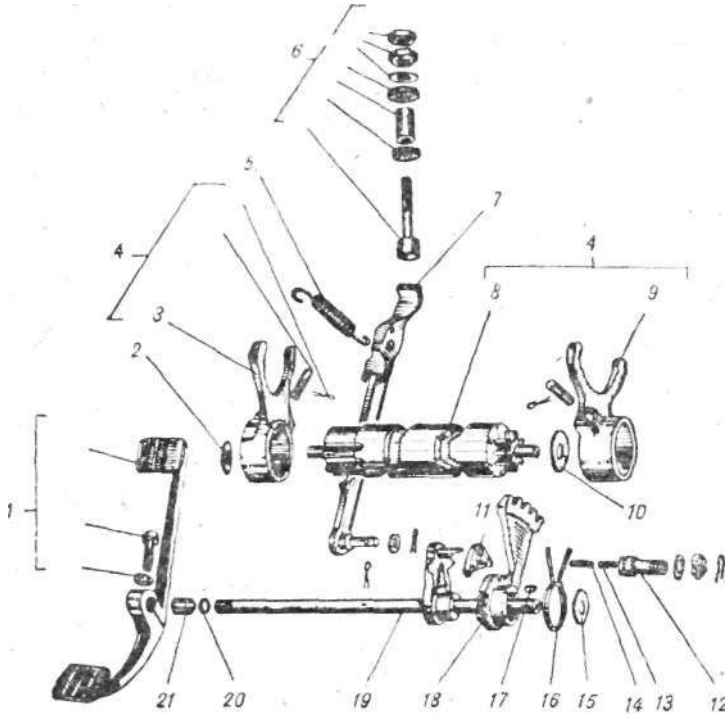

Рис. 99. Механизм переключения передач ГОК-ЮЗ.
(к рис. 99)
а) снять кулачок *17* (рис. 92) автомата выжима сцепления и вынуть шпонку *17* (рис. 99) из паза вала *19* механизма переключения передач;
1. Вставить" пружину *13* (рис. 99) и стопор *14* в отверстие упора *12* анкера.
2. На торец шестерни вторичного вала 7 положить упорную шайбу *6,* а против отверстия на стенке картера — опорную шайбу вала переключения *10* (рис. 99).
3. Собрать вилки *3* и *9* (рис. 99) свалом *8* переключения, установив вилку *3* с короткой ступицей со стороны пазов вала под фиксатор (длина ступицы вилок переключения: 2—4-й передач — 23 *мм,* 1—3-й—21 *мм;* вилки устанавливаются ступицами в разные стороны).
8. Надеть на конец вала переключения необходимое количество регулировочных шайб *2* (рис. 99).